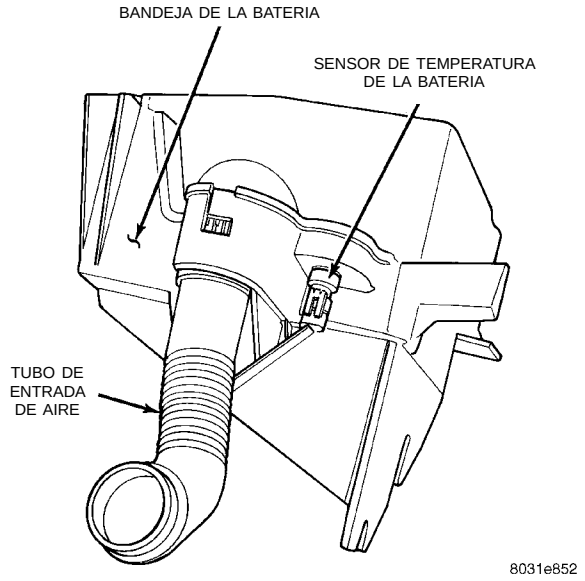

Fig. 15 Conector del sensor de temperatura de la batería
(5) Desconecte el conector de cable del sensor (Fig. 15).